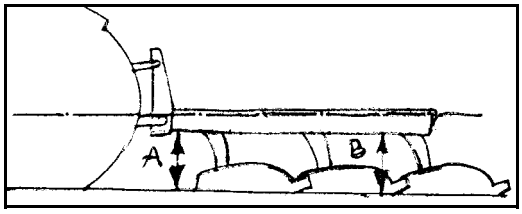

Figur 6. Grunninnstilling av dragaksel og avstand mellom framhjul.
1) Still strevaren a) til begge trekkstengene har lik vinkel i forhold til traktoren slik figur 6 c viser.